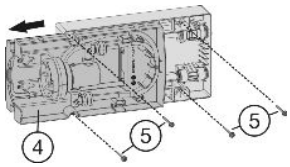

Fig. 25
▶ Pull the tray *Fig. 25 (4)* out until it catches.
▶ Secure the module with 4 screws *Fig. 25 (5)* through the recesses in the front and directly through the module in the back.